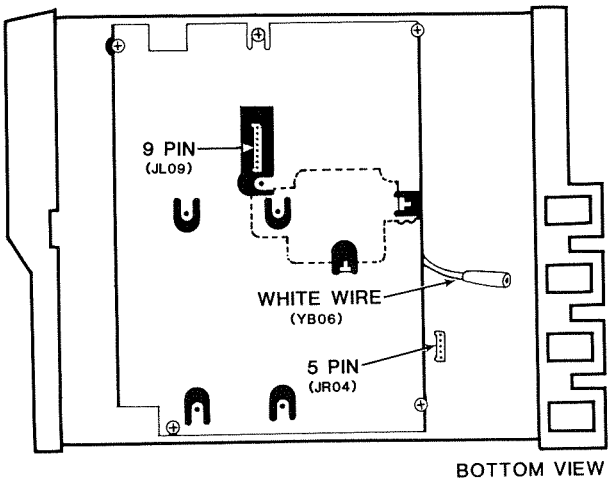

Figure 3. Tone Board Installation
The following instructions describe installation and alignment for both tone boards. Refer to Figure 3 for the installation location.
a. Ensure that the tone board is installed in such a way that it is sitting atop the transceiver shield bracket (see Figure 3) with the component side up.
b. Hook the TN22 tone board to the hook at point A so that the model number end can be screwed onto the tab at point B (see Figure 3).
c. With a 2.6 mm self-tapping screw, secure the model end of the tone board to the tab at point B (see Figure 3).
a. Ensure that the tone board is installed in such a way that it is sitting atop the transceiver shield bracket (see Figure 3).
b. Hook the TN23 tone board to the hook at point A so that the model number end can be screwed onto the tab at point B (see Figure 3).
c. With a screw, secure the model number end to the tab at point B (see Figure 3).